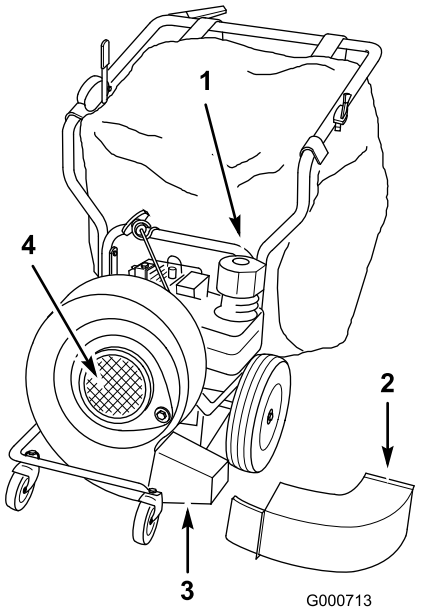

Figuur 21
3. Verwijder de hals van de zak van de afvoertunnel van de blaasmachine (Figuur 21). (U kunt desgewenst de gehele zak verwijderen)
4. Verwijder de bevestigingsbout en de borgring waarmee de afvoertunnel van de blaasmachine is bevestigd, en verwijder de afvoertunnel (Figuur 21).
5. Monteer de buis van de blaasmachine en zet deze vast met de bevestigingen die zijn verwijderd bij stap 4 (Figuur 21).
10. Til het ventilatorhuis iets omhoog en draai dit 120° naar rechts (u staat voor de blaasmachine) (Figuur 21).
14. Plaats het inlaatrooster van de blaasmachine en zet dit vast met één van de ringen en borgmoeren die u eerder hebt verwijderd bij stap 2 (Figuur 21).